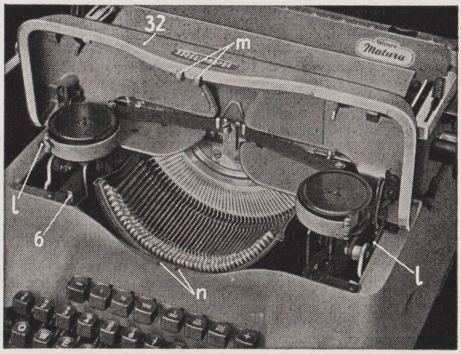

Abb. 12
Auch die Typenhebel sind während des Transportes durch einen Drahtbügel unter der Abdeckhaube (32) gesichert. Zum Öffnen der Abdeckhaube (32) greife man in die Aussparung, löse durch Druck auf den Sperrhebel die Verriegelung und klappe die Abdeckhaube hoch (Abb. 12). Der Drahtbügel wird herausgenommen und die Abdeckhaube (32) wieder heruntergeklappt. Die TRIUMPH-Matura ist damit schreibbereit.
Während des Schreibens wird das Farbband (20) selbsttätig von der einen auf die andere Spule transportiert. Die Steuerung des Farbbandtransportes geschieht automatisch. Der rotlackierte Farbbandumschalter (6) gestattet auch eine Steuerung des Transportes mit der Hand. Da er unter der Abdeckhaube (32) liegt, muß diese zuvor, wie unter Punkt 1 beschrieben, hochgeklappt werden (Abb. 12).
Um die Abdeckhaube (32) abzunehmen, klappt man sie hoch, legt die Zeigefinger links und rechts auf die seitlichen Arretierungshebel (l), faßt zugleich mit den Daumen die Abdeckhaube und läßt sie nach vorne kippen. Durch den Druck auf die Zeigefinger wird die Arretierung gelöst. Die Abdeckhaube kann nach oben abgenommen werden (Abb. 12).